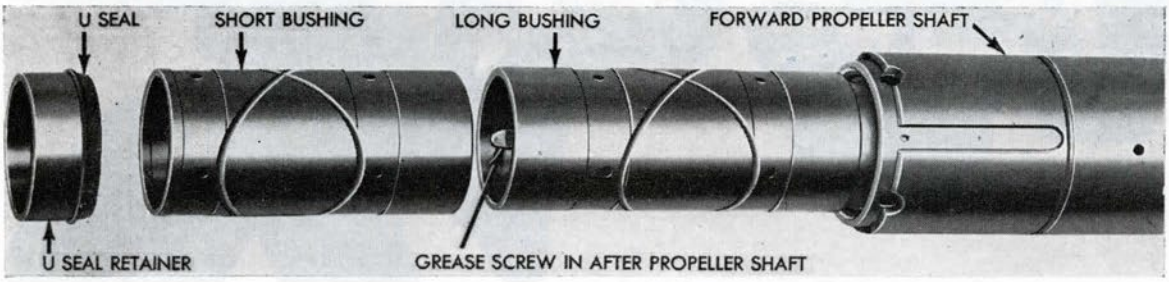

Figure 194
6. Assemble propeller shaft bushings, U-seal, and U-seal retainer in the following order (Fig. 194):